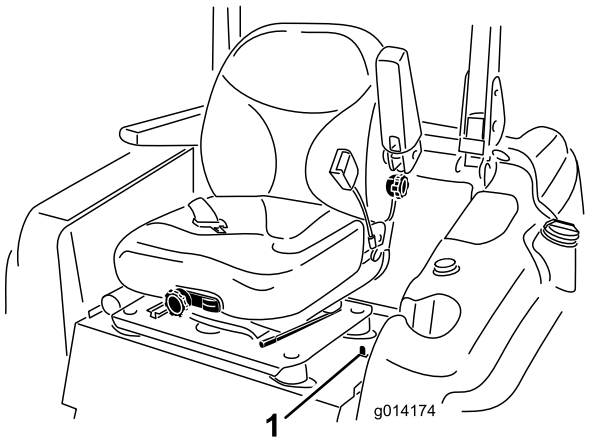

Figur 32
1. Bevæg sædelåsen, der er placeret i sædets venstre side, bagud for at frigøre sædet, og træk fremad i ryglænets overkant (Figur 32).